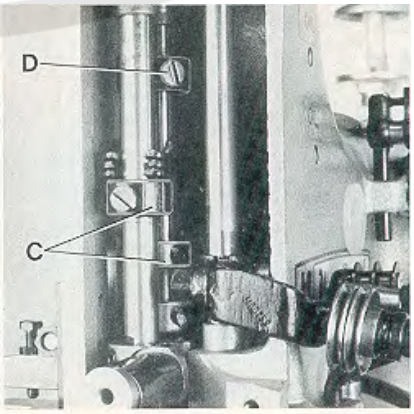

Fig.25
By relocating the collars (C, Fig. 25) which serve as a leaf spring rest on the left and right presser bar, the pressure can be changed. Raising the collars increases the pressure, lowering the collars decreases it.
The presser foot lift is limited with the upper stop collar (D, Fig. 25) on the right presser bar. When the needles are in their lowest position and the presser foot is lifted with the presser foot lifter lever, the needle holder should not contact the presser foot. Besides this, the lifted presser foot should not contact the right upper spreader moving upwards. Set the stop collar (D) accordingly.
Durch Verstellen der als Blattfederauflage dienenden Stellringe (C, Fig. 25) auf der linken und rechten Drückerfußstange kann der Druck verändert werden. Verstellen der Stellringe nach oben verstärkt, Verstellen nach unten verringert den Druck.
Der Hub des Drückerfußes wird mit dem Anschlag-Stellring (D, Fig. 25) oben auf der rechten Drückerfußstange begrenzt. Wenn die Nadeln in der untersten Stellung sind und der Drückerfuß mit dem Drückerfuß-Lifterhebel angehoben wird, darf der Nadelhalter den Drückerfuß nicht berühren. Zudem darf der geliftete Drückerfuß den nach oben gehenden rechten oberen Blindgreifer nicht berühren. Stellen Sie den Anschlag-Stellring (D) entsprechend ein.